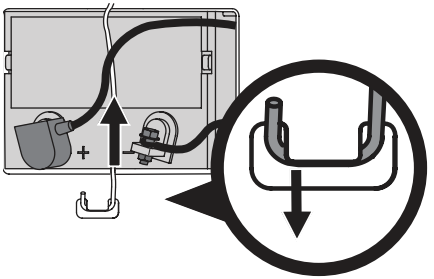

Fig. 23
3. Remove the battery hold down bracket by pushing the hooked end out of the tab on the fender to the right side of the battery. Then flip the battery hold-down bracket up to free the battery (Fig. 23).